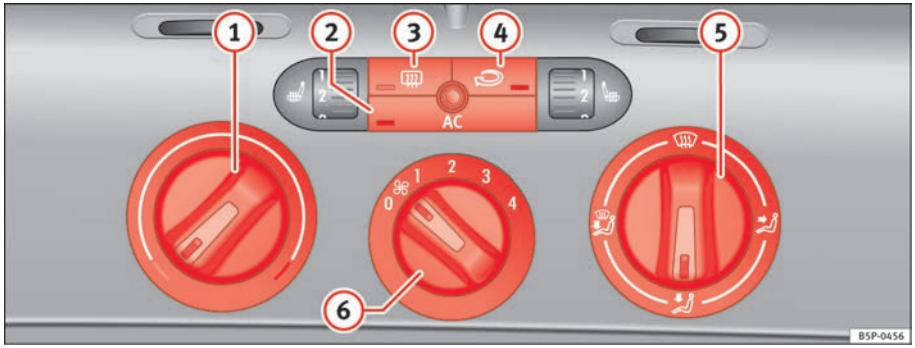

Fig. 128 On the dash panel: Climatic controls
– By using the regulators ⇒ fig. 128 (1) and (5) and the control (6) the temperature, air distribution and the turbine speed can be set.
– To switch a function on or off, press the appropriate button (2), (3) or (4). When the function is activated, the display window in the lower corner of the button is lit.
(1) Temperature selector ⇒ page 156
(2) Button [AC] – Heating, ventilation and air-conditioning system on/off ⇒ page 156
(3) Button [⊞] – Rear window heating. The heating will be switched off automatically approximately *20 minutes* after switching on. It can also be switched off beforehand by pushing the button.
(4) Button [⟲] – Air recirculation mode ⇒ page 157
(5) Air distribution control ⇒ page 156
(6) Blower switch. There are four speed settings for the air flow. The air flow should always be set at the lowest speed when driving slowly.
– Switch on the air conditioning using the button ⇒ page 155, fig. 128 AC.